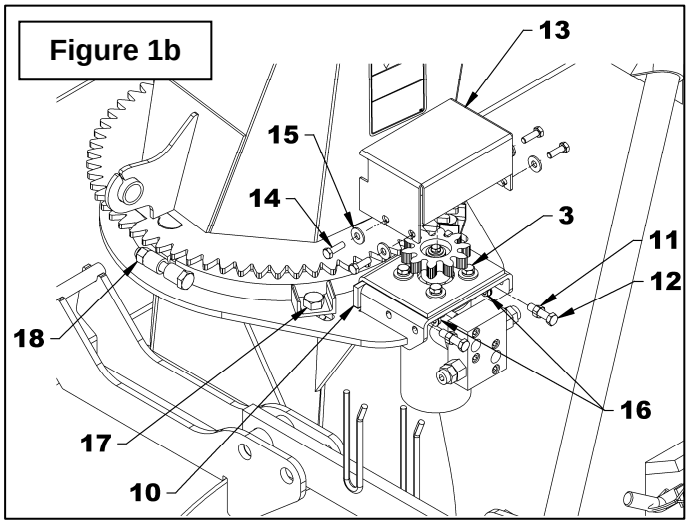

Figure 1b
4. **Figure 1b**: Adjust the distance between the chute gear and the motor gear according to the following step:
- **A.** Slightly unscrew the two bolts (item 17) that hold the retaining plate.
- **B.** Screw the two nuts (item 18) simultaneously until the distance between the retaining plates and the chute base is levelled.
- **C.** Retighten the bolts (item 17) according to the ***"Torque Specification Table"*** located at the end of the manual.
- **D.** Adjust the gears to a distance between 1/32" and 1/16" by screwing the two bolts (item 12). Secure with the nuts (item 11) moving those against the anchoring flat bar (item 10). Tighten the four bolts (item 3) at 30 ft-lb (41 N-M).